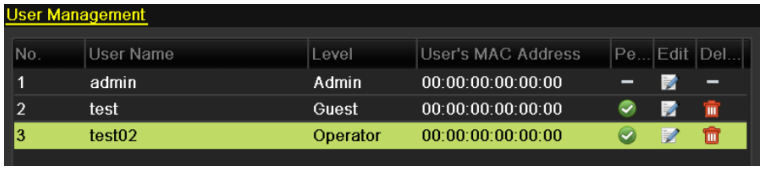

Figure 13. 8 Delete a User
2. Select the user to be deleted from the list, as shown in Figure 13. 8.